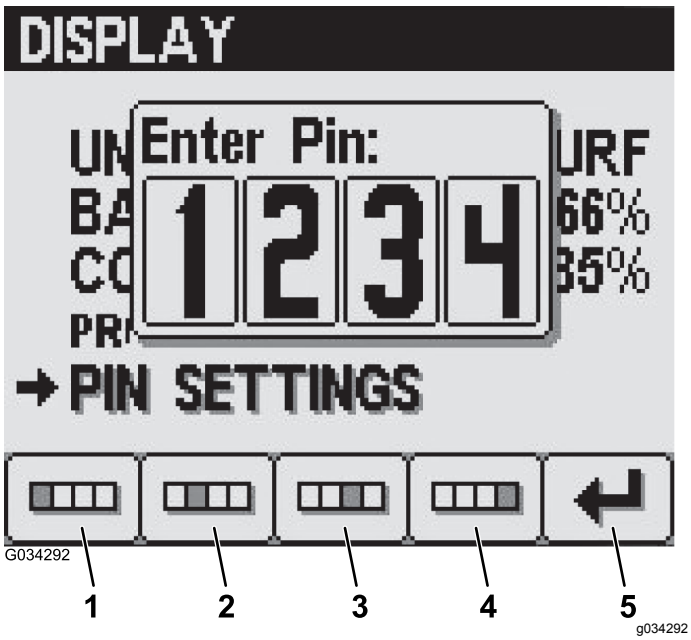

**Рисунок 32**
2. Введите свой ПИН-код из 4 цифр при помощи кнопок с 1 по 4, а затем нажмите кнопку 5, чтобы ввести ПИН-код в память инфо-центра (Рисунок 32).
4. На экране Enter Old PIN (Введите старый ПИН-код) введите свой старый ПИН-код из 4 цифр при помощи кнопок с 1 по 4 и затем нажмите кнопку 5, чтобы ввести ПИН-код в память инфо-центра (Рисунок 32).